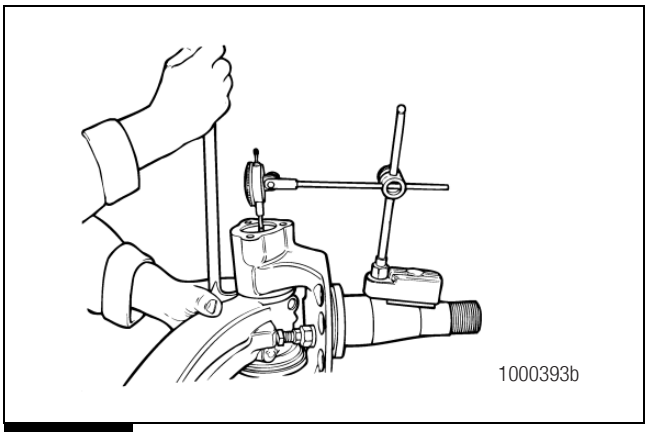

Figure 6.26
- Place a pry bar between the knuckle and the top of the axle center. Push the knuckle up and measure the end play. Figure 6.26.